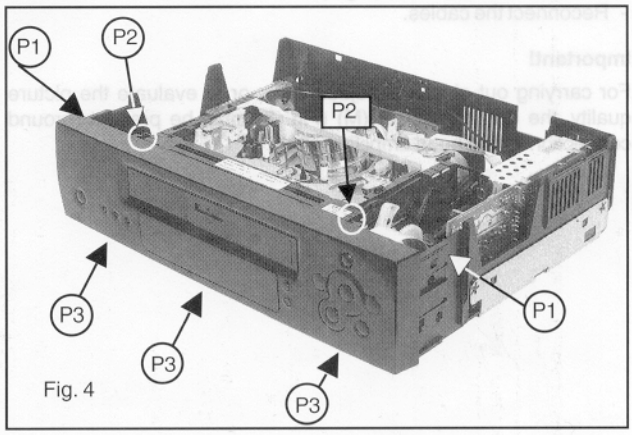

Fig. 4
3. Front panel (Fig. 4)
Push back the shielding of the cable to the scanner nearby the screw (H) approx. 1cm. (Fig.4).